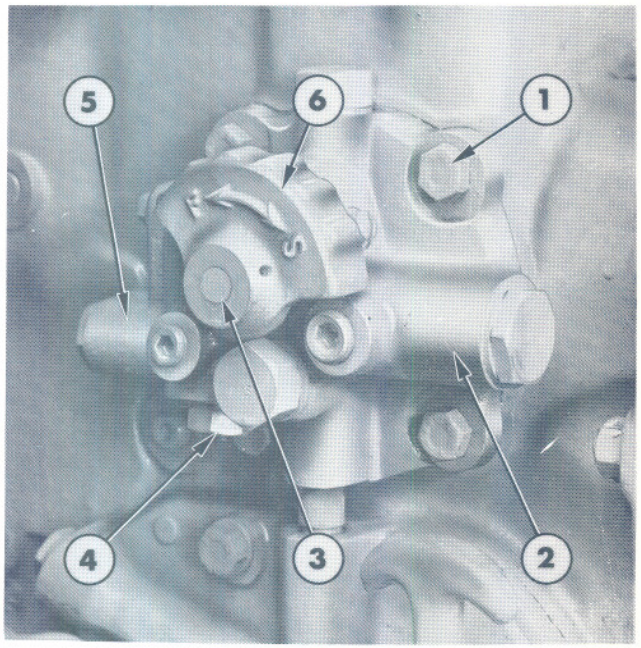

Figure 51
4. Slacken the four flow control valve plate retaining bolts, Figure 51.